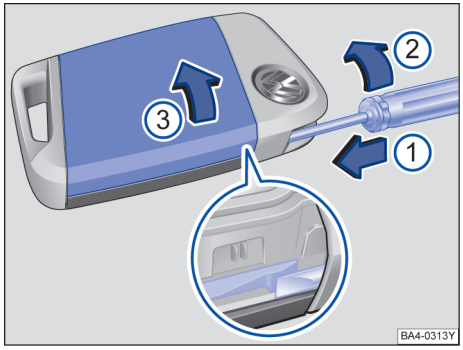

图 46 车辆钥匙：打开电池盒盖板 ▶
→ 图 46 的图例：
- 沿箭头方向将带有扁平工具头的一字螺丝刀插入车辆钥匙的应急钥匙外侧导向件上约 1 cm 处 → 图 46①
- 顺时针转动一字螺丝刀，直至盖板弹起 → 图 46②。
- 沿箭头方向 → 图 46③ 移动盖板并取下。
- 将盖板压向外壳 → 图 46③。